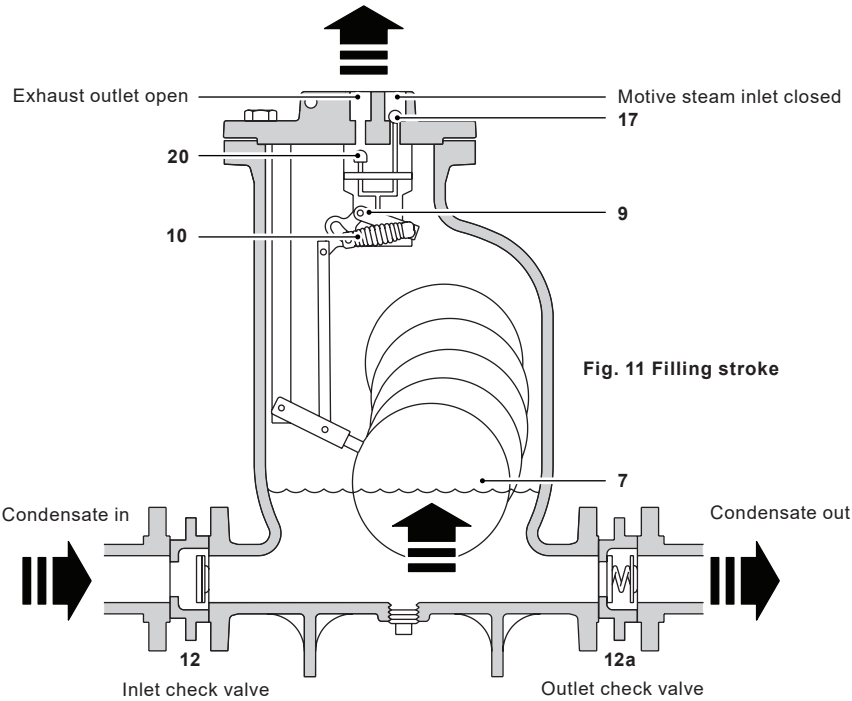

Fig. 11 Filling stroke
1. Before start up the float (**7**) is at its lowest position with the steam valve (**17**) closed and exhaust valve (**20**) open (Fig. 11).